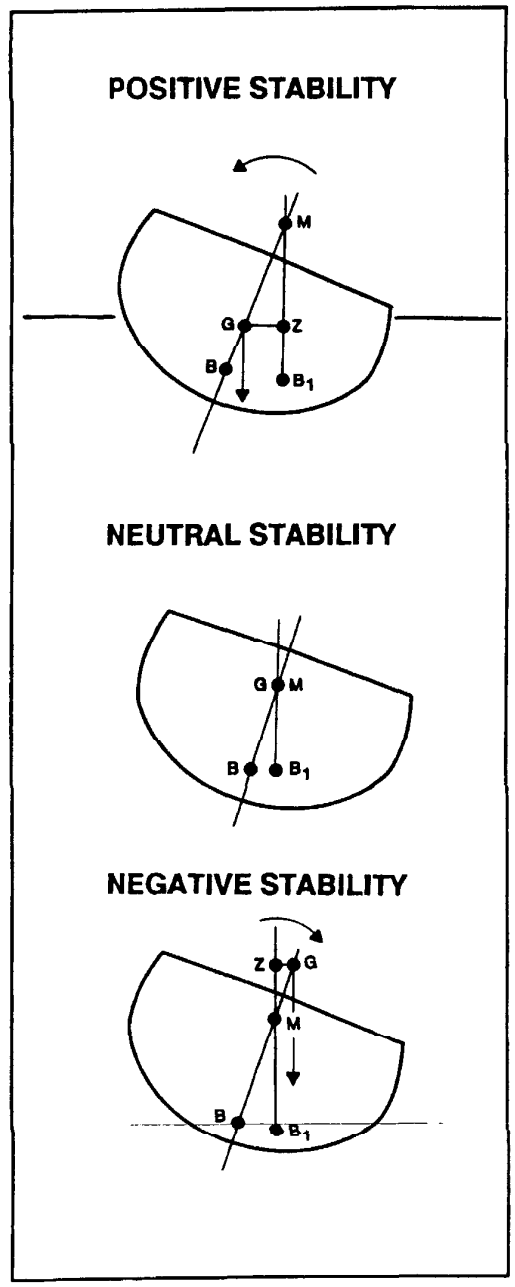

Figure 5-5. Stability Conditions
5.1.5 Stability Conditions. The relative positions of G and M describe a ship's initial stability. Figure 5-5 illustrates the three possible stability conditions. Ships are designed so that G will remain well below M, but a rise in G will occur when any of the following three situations exist: